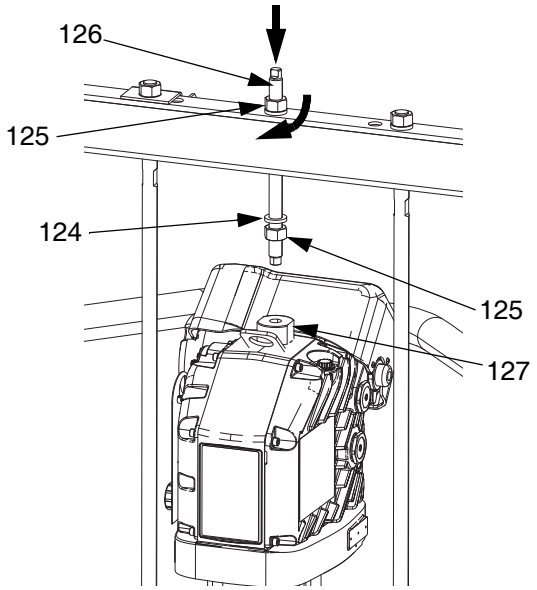

FIG. 42
1. Con un dispositivo de izado adecuado, inserte las varillas de unión en la bomba de desplazamiento (AC) y fije el controlador (AB) a la bomba (AC).
b. Instale la varilla roscada (126) a través del agujero central del travesaño. Instale las arandelas de seguridad (124) y tuercas (125) en la varilla roscada (126), tanto arriba como debajo del travesaño. Use una llave para sujetar el adaptador del anillo de elevación (127) y, con otra llave, apriete la varilla roscada (106) en el adaptador del anillo de elevación (127). Consulte la FIG. 42.
c. Apriete la tuerca (125) debajo del travesaño a 34 N•m (25 lb-pie) como máximo.
d. Apriete la tuerca (125) encima del travesaño para bloquear el controlador (AB) en su sitio.